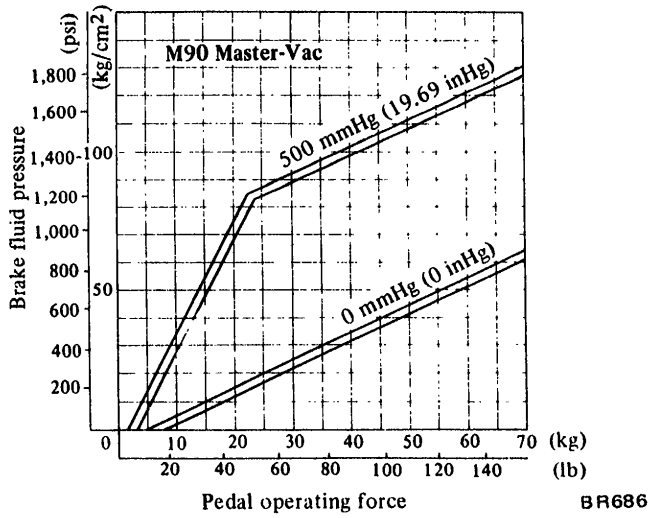

Fig. BR-36 Performance curve of Master-Vac (M90 type)
4. Relationship between oil pressure and pedal operating force is illustrated in Figure BR-36 or BR-37. If test results are not as specified in Figure BR-36 or BR-37, check Master-Vac as